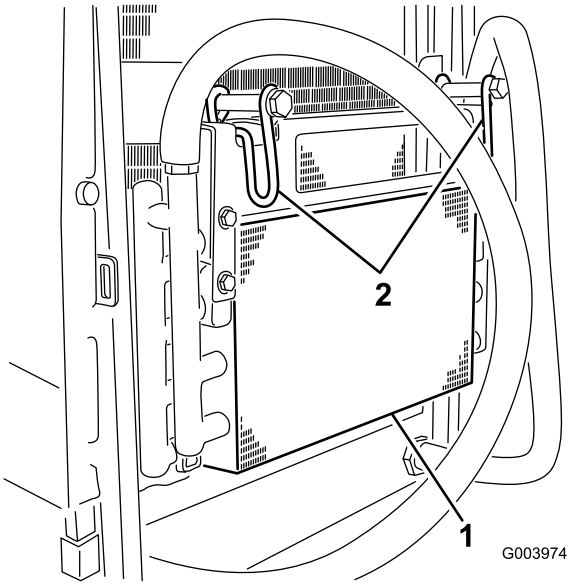

Figur 58
6. Sving låsen innover for å frigjøre oljekjøleren (Figur 58).